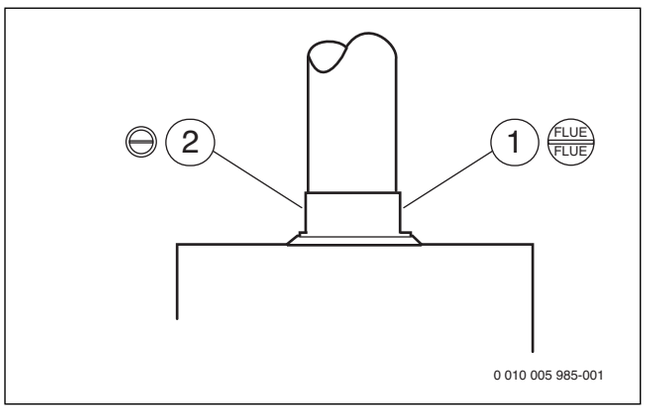

Рис. 28 Штуцер для измерения дымовых газов и штуцер для измерения воздуха для горения
- Снимите заглушку с измерительного штуцера дымовых газов (→ рис. 28, [1]).